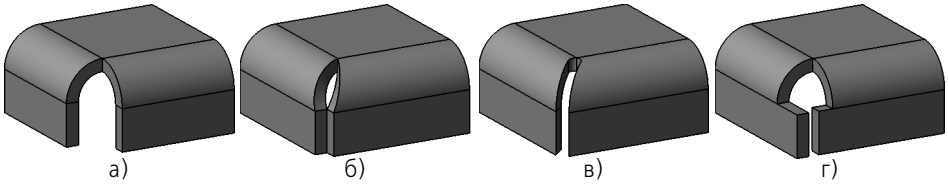

Рис. 108.29. Замыкание угла: а) исходное состояние детали, б), в), г) варианты замыкания угла
**Замыкание угла** — модификация двух смежных сгибов и их продолжений (рис. 108.29).